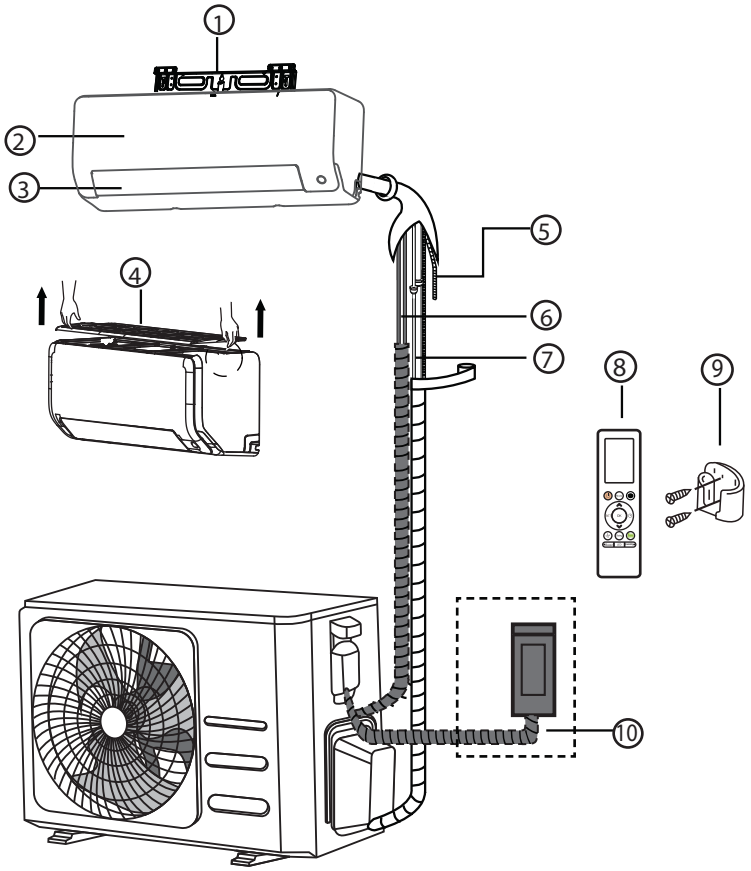

Fig. 2 — Parts
- **The illustration above (Fig. 2) is only a sketch. Different models may differ slightly.**